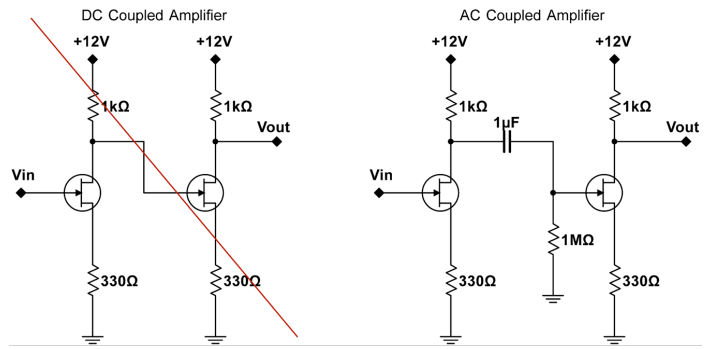

FIGURE 16. DC and AC coupled multistage amplifiers.
2.9. **Multistage Amplifiers.** The gain of a single stage amplifier is often insufficient. Consequently, it is common to cascade amplifiers—to pass the output from the first stage to the input of the second—to form a multistage amplifier. Two possible configurations are shown in Fig. 16. The left amplifier is called a *directly-coupled (DC) amplifier* and would pass all frequencies. The right amplifier, called an *AC coupled amplifier*, is coupled through the capacitor, which, with the 1 MΩ resistor, forms a high pass filter with a 3 dB point of 0.16 Hz. Consequently, it will not amplify a DC or very low frequency signal. Since the capacitor stops DC, it is often called a *blocking capacitor*.
Why would anyone ever not want to build a DC amplifier? There are several reasons, but the most basic is that the DC design in Fig. 16 would not work well, or even at all. The problem is that the bottom of the first JFET's drain resistor would be at approximately +6 V. This would likely forward bias the second JFET gate, and the JFET would no longer be in a working operating regime. There are other circuits, using other devices, that can be DC coupled.